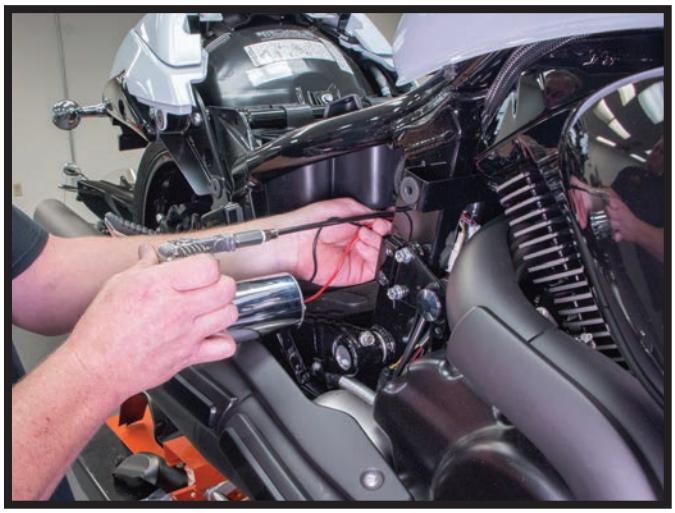

FIGURE 13
6. FEED THE HOSE AND THE PUMP WIRES FROM THE RIGHT SIDE OF THE MOTORCYCLE TO THE LEFT SIDE BEHIND THE BATTERY BOX. (FIGURES 13, 14)